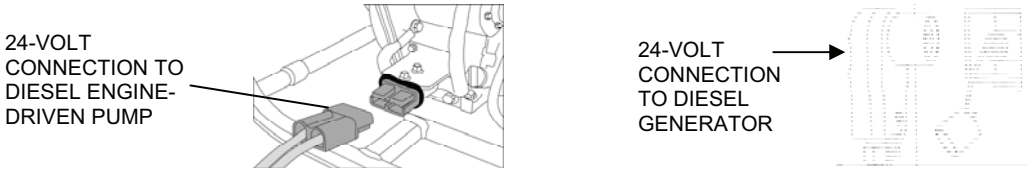

Figure 30. 24-Volt Cable Connection to the Diesel Engine-Driven Pump Skid.
h. Immediately connect the 24-volt cable first to the diesel-driven pump (Figure 30).
i. Connect the 24-volt cable to the diesel generator 24-volt slave outlet (Figure 30).